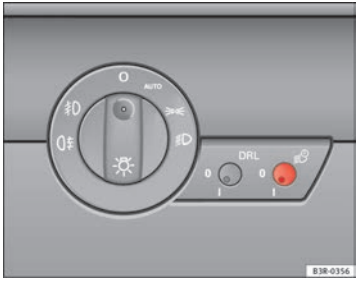

Fig. 86 Detailed view of the instrument panel: Coming home and leaving home functions
– Briefly press the knob ⇒ fig. 86 to release it from its set position.